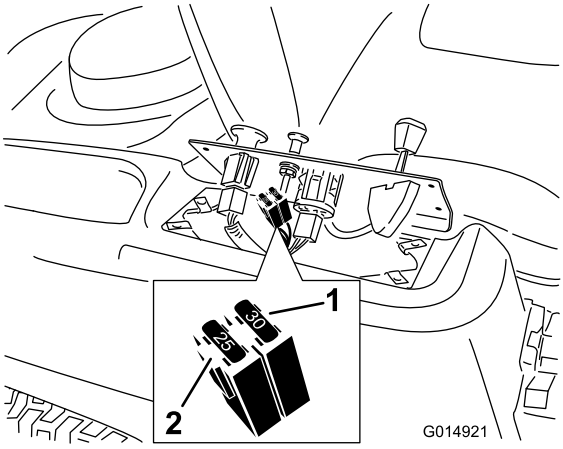

Figura 48
2. Eleve o painel de controlo para aceder à extensão principal e à caixa dos fusíveis (Figura 48).
3. Para substituir fusíveis, puxe o fusível para o retirar (Figura 48).